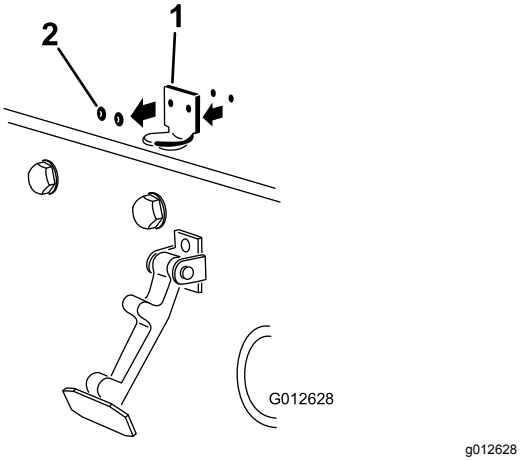

Figur 6
2. Ta bort de två nitarna som fäster motorhuvslåsfästet på motorhuven (Figur 6).